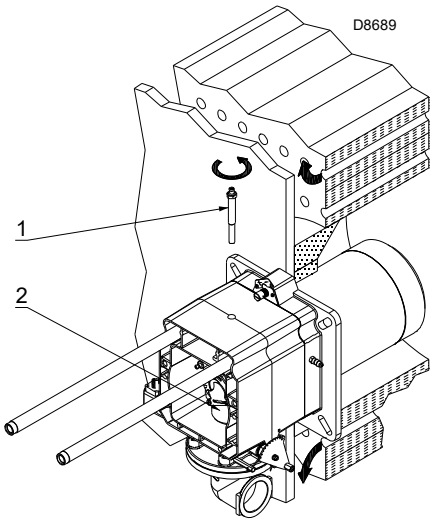

Afb. 12
- ➤ verwijder de schroef 1)(Afb. 12);
- ➤ verwijder het interne deel 2)(Afb. 12) van de kop en voer de ijking uit.
Draai de sonde niet maar laat deze zoals in Afb. 12; als de sonde te dicht bij de ontstekingselektrode staat, kan de versterker van de controledoos beschadigd worden.